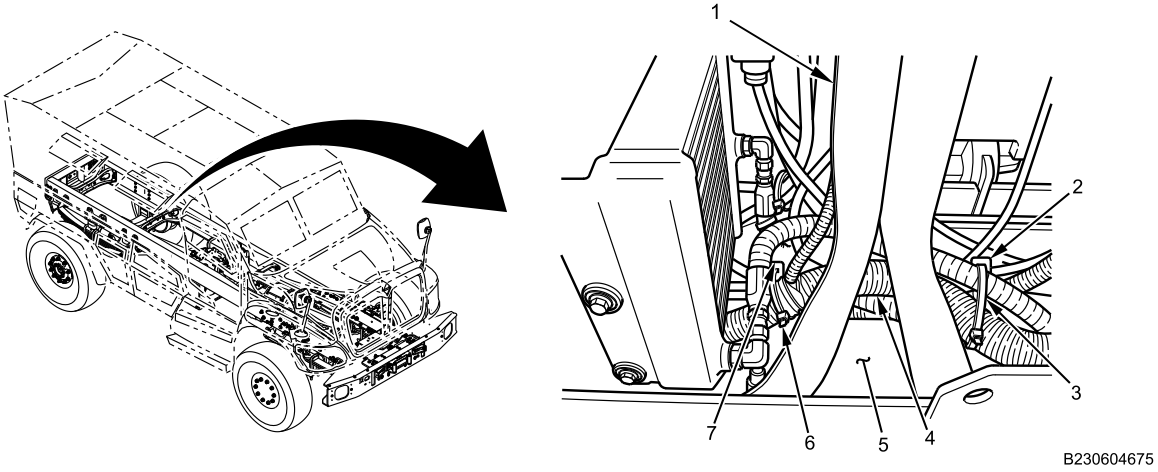

Figure 4. Cable Lock Straps Near Crossmember.
8. Remove two cable lock straps (Figure 4, Item 3 and 6) fastening rear chassis harness (Figure 4, Item 4) to brackets (Figure 4, Item 2 and 7) on left frame rail (Figure 4, Item 5) near crossmember (Figure 4, Item 1). Discard cable lock straps.